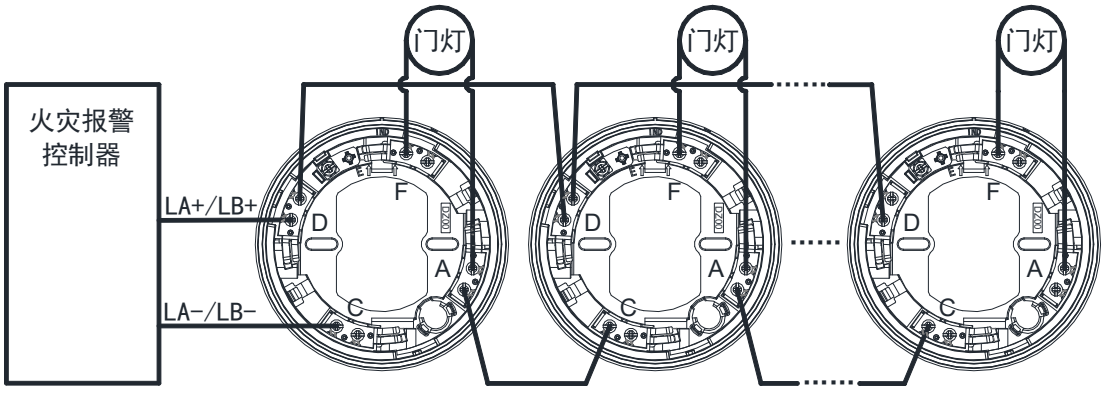

图 3　分支接线方式底座接线图
② 分支接线方式：回路总线在 D、C 端子上接入，接线有极性要求，D 为正极，C 为负极输入，A 为负极输出，接下一个底座的 C 端子，该接法仅具备支路短路隔离功能（从短路发生位置起，靠近控制器端的探测器可正常工作，远离控制器端的所有探测器无法工作），如图 3 所示。